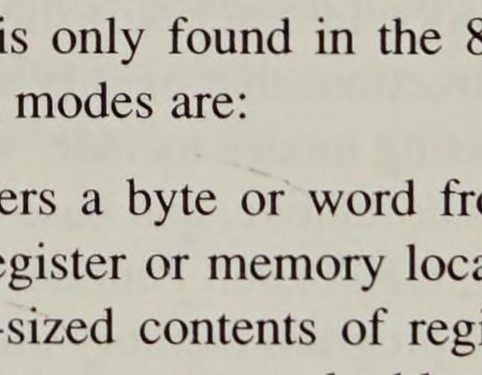

**FIGURE 3–1** The MOV instruction showing the source and destination and also direction of data flow.
Because the MOV instruction is a common and flexible instruction, it provides a basis for the explanation of the data-addressing modes. Figure 3–1 illustrates the MOV instruction and defines the direction of data flow. The source is to the right and the destination is to the left, next to the opcode MOV. (An *opcode* or *operation code* tells the microprocessor which operation to perform.) The direction of flow applied to all instructions is at first awkward, because we naturally assume things move from left to right, where here they move from right to left. Notice that a comma *always* separates the destination from source in an instruction.
In Figure 3–1, the MOV AX,BX instruction transfers the word contents of the source register (BX) into the destination register (AX). The source *never* changes, but the destination almost always changes.* It is useful to remember that a MOV instruction always *copies* the source data into the destination.
Figure 3–2 shows all variations of the data-addressing modes using the MOV instruction. This illustration helps to show how each data-addressing mode is formulated with the MOV instruction and also serves as a reference. Note that these are the same data-addressing modes found with all versions of the Intel microprocessor except for the scaled-index addressing mode which is only found in the 80386, 80486, and Pentium microprocessors. The data-addressing modes are: